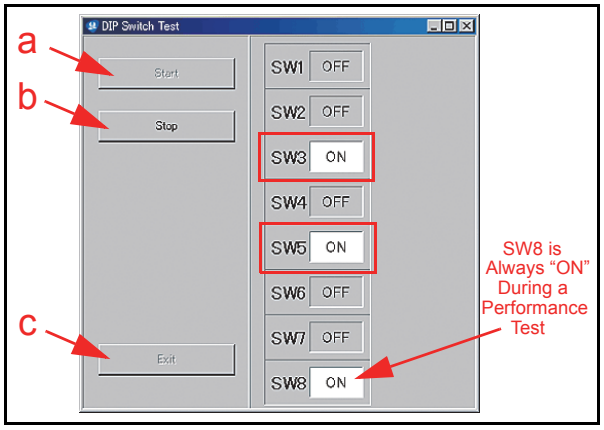

Figure 6-65 DIP Switch ON/OFF Test Screen 1
3. Set the desired DIP Switches being tested to **ON** and set DIP Switch #8 to **ON**. DIP Switch #8 will always be set to ON during all remaining Switch Tests being performed (The Figure 6-65 example shows DIP Switch #3 and #5, plus DIP Switch #8 all set to **ON**).
6. Mouse-click on the "Start" Screen Button (See Figure 6-65 a). The tested DIP Switch condition will be indicated on the Screen similar to that shown in Figure 6-65. Make sure the desired DIP Switch Number is shown as "ON".
7. Set the desired DIP Switch to **OFF** (Figure 6-65 example = DIP Switch #3 and #5).
9. Mouse-click on the "Stop" Screen Button (See Figure 6-65 b) to end the DIP Switch ON/OFF Test.
10. Mouse-click on the "Exit" Screen Button (See Figure 6-65 c) to return to the "**Test Item Select**" Screen.